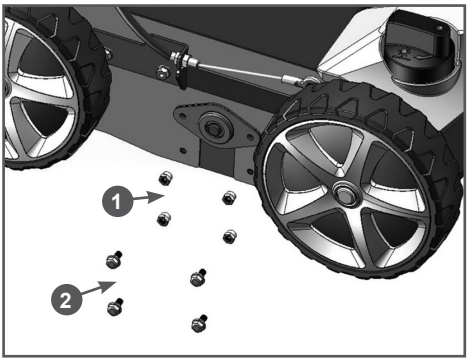

Рис. 27 Крепление опоры рабочего валика
4. Открутите гайки 1 крепления опоры рабочего валика к корпусу скарификатора и извлеките болты 2 (Рис. 27).